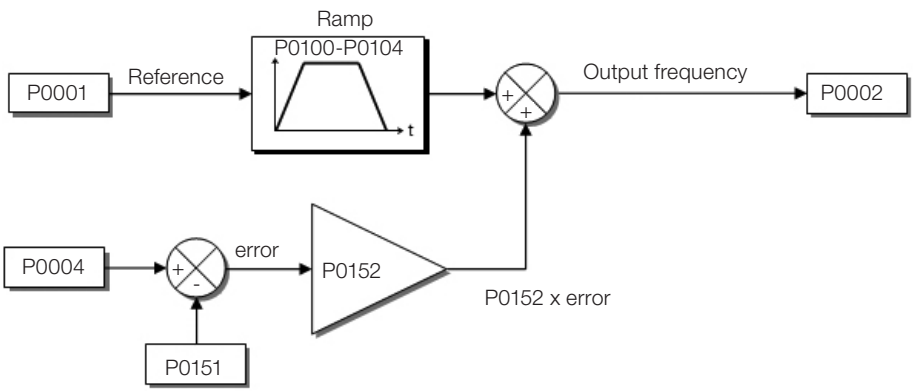

Figure 9.8: *Block diagram of DC Link voltage limitation – Accelerate Ramp*
- Actuation: the DC Link voltage is measured (P0004) and compared to the value set in P0151; the difference between those signals (error) is multiplied by the proportional gain (P0152); the result is then added to the ramp output, as per Figure 9.8 on page 9-13 and Figure 9.10 on page 9-14.